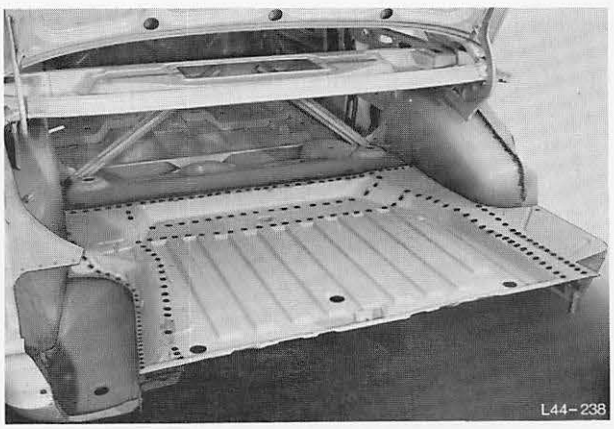

Abb. 253 Schweißstelle verputzen
10. Schweißstellen verputzen, Abb. 253.